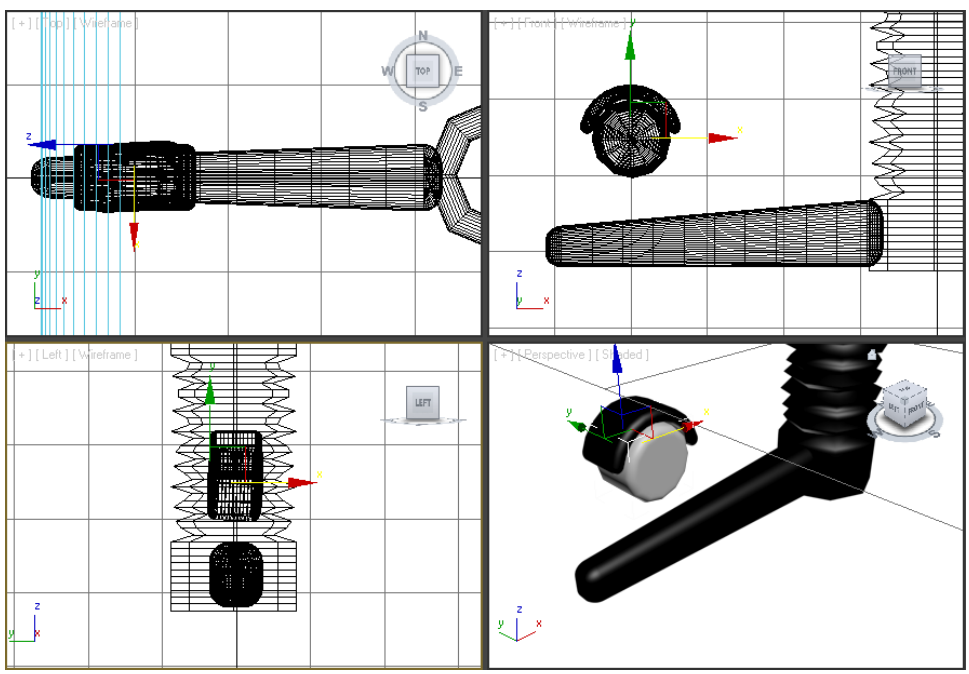

Figure 3-49 *Alignment of the cylinder01 with the box01 in all viewports*
14. Align the *cylinder01* with the *box01* in all viewports using the **Select and Rotate** and **Select and Move** tools, refer to Figure 3-49.